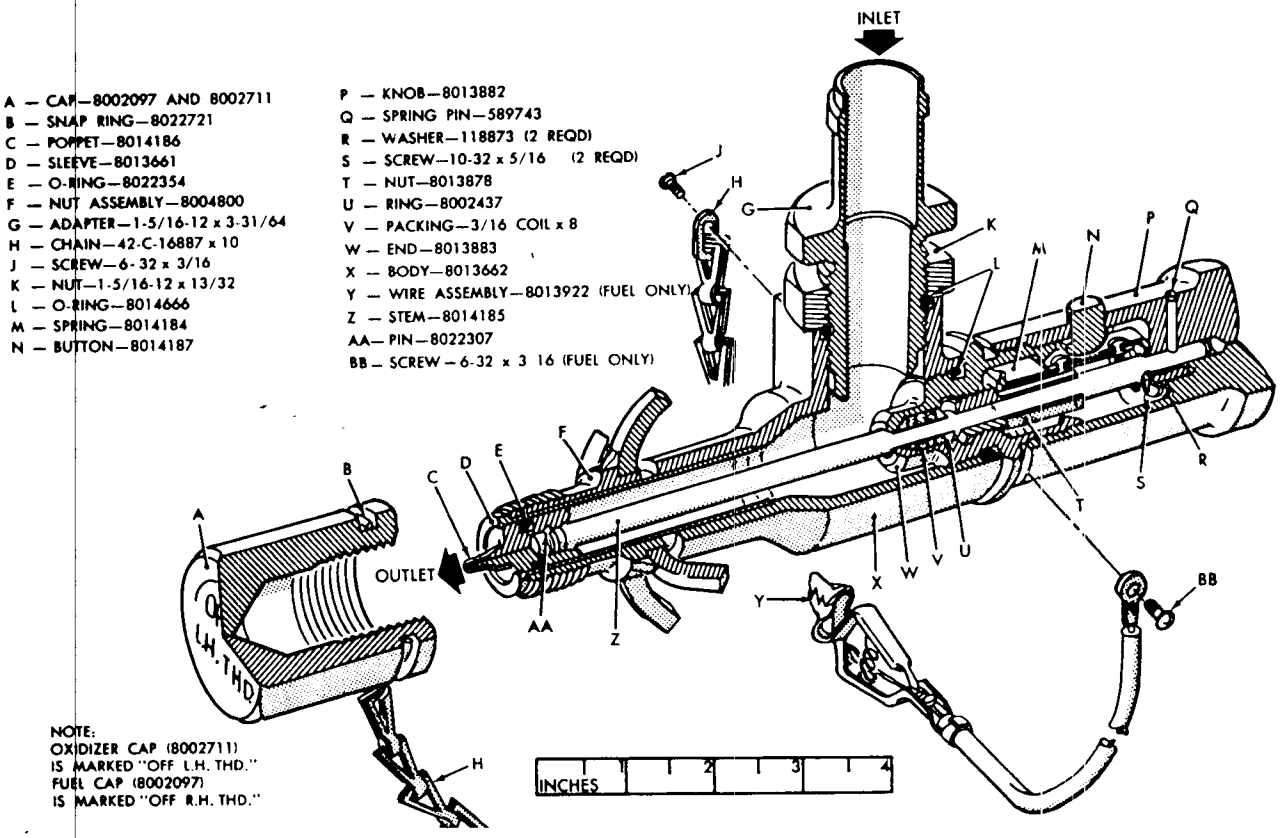

*Figure 80. Fuel-fill nozzle.*
*e. Fuel-Fill Nozzle* (fig. 80). The fuel-fill nozzle connects the plastic hose assembly to the missile. The nozzle has an integral attach fitting which screws clockwise into the missile fuel tank filler fitting to hold the nozzle in place. A plunger running the length of the inside of the nozzle is designed to hold a teflon stopper. This stopper, when completely seated, seals the fuel tank. After the opening knob has been unscrewed, a catch button on the knob must be depressed before the plunger can be pulled all the way out to allow the fuel to flow into the missile. A grounding wire is attached between the missile and the nozzle to prevent sparking.